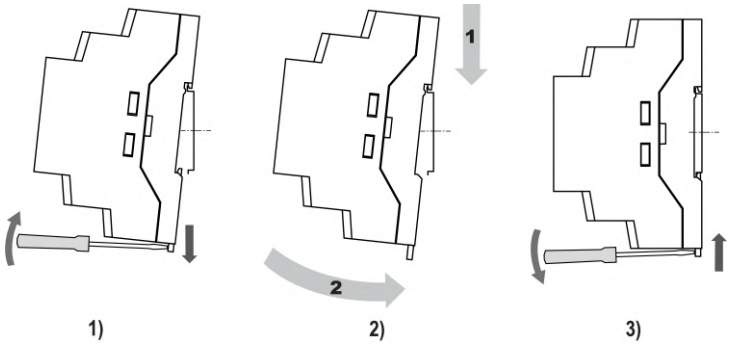

Рисунок 4.10 – Монтаж прибора с креплением на DIN-рейку
2. Вставив отвертку в проушину, оттянуть защелку рисунок 4.10, 1)
3. Установить прибор на DIN-рейку в соответствии с в направлении стрелки 1 рисунок 4.10, 2);
4. Прижать прибор к DIN-рейке в направлении, показанном стрелкой 2 (см. рисунок 4.10, 2). Зафиксировать защелку (см. рисунок 4.10, 3).